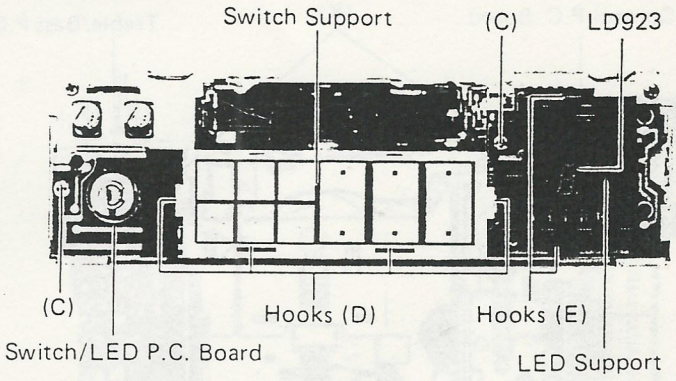

Figure 5
(1) Remove two screws (C) shown in Figure 5.
(2) Carefully disconnect all leads and connectors from the P.C. Board not to damage the flexible P.C. Board.
(3) Remove the switch/LED P.C. Board.
(4) Removal of Switch Support
1) Remove four hooks (D) shown in Figure 5 and then remove the switch support from the bottom side.
(5) Removal of LED Support
1) Unsolder LD923 shown in Figure 5 from the pattern side.
2) Remove two hooks (E) shown in Figure 5 and then remove the LED support with LD923.